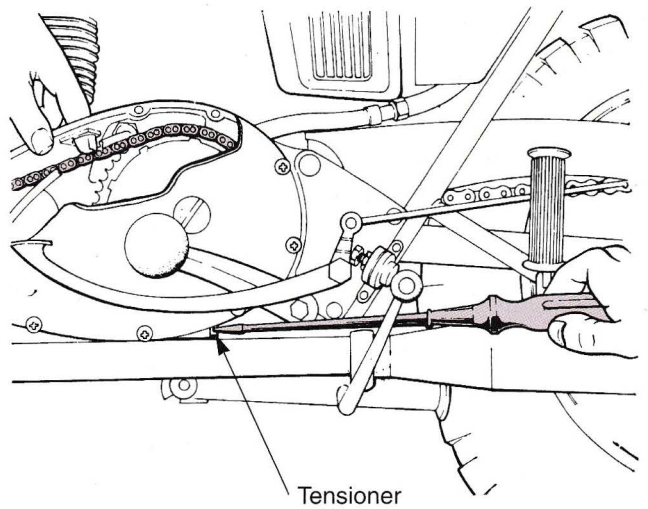

Figure 21-14. Some primary chain drive systems provide easy access for checking and adjusting chain tension. (Triumph Motorcycles, Ltd.)
15. Adjust the primary chain correctly, **Figure 21-14.**